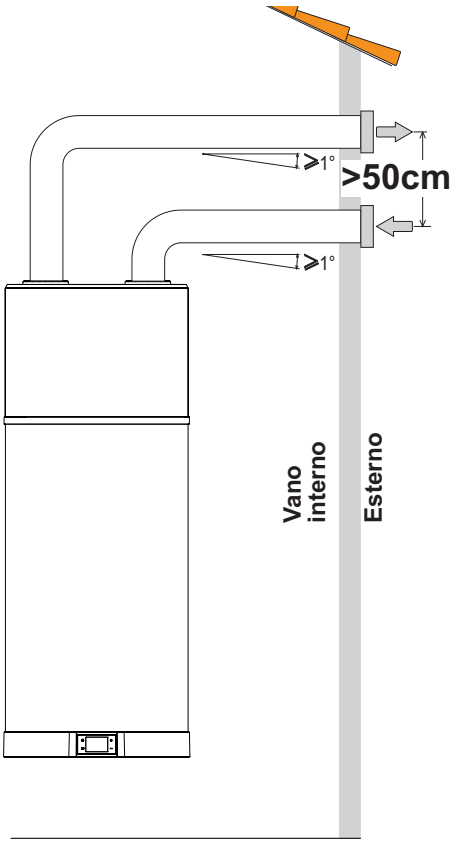

fig. 54 - Esempio di collegamento scarico aria
- Realizzare un canale d'aria dedicato così come indicato nella fig. 54.